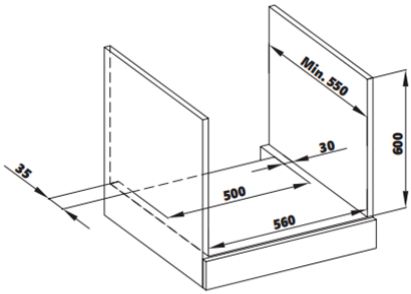

Figura 2
- El aparato está diseñado para encajar en las encimeras disponibles en el mercado. Debe dejarse un espacio libre seguro entre el producto y las paredes o muebles de la cocina. Consulte los planos para ver las distancias adecuadas. (ver figura 2,3) (los valores están en mm).